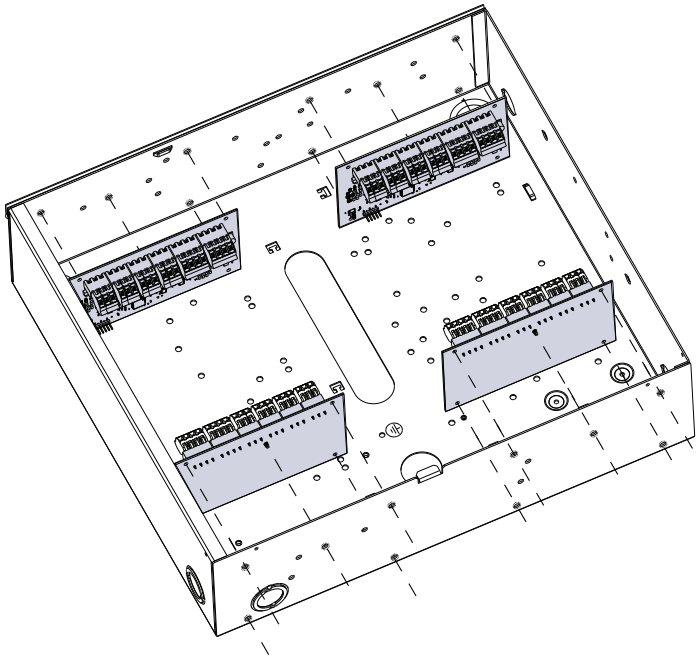

Figure 2-5 HSM3408 dans l’armoire HSC3010C
1. Acheminez le câble CA à travers l'ouverture au bas du boîtier et fixez-le à l'aide d'une attache de câble comme illustré dans la figure 2-5.